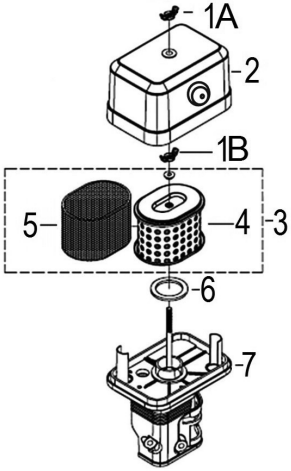

Рис. 19 Обслуживание воздушного фильтра
1. Открутите барашковую гайку 1А и снимите крышку 2 воздушного фильтра (Рис. 19).
2. Открутите барашковую гайку 1В и снимите воздушный фильтр 3 в сборе (Рис. 19).
3. Проверьте целостность и чистоту фильтрующих элементов. Поролоновый (предварительный) фильтрующий элемент 5 установлен на корпусе бумажного фильтрующего элемента 4 (Рис. 19).